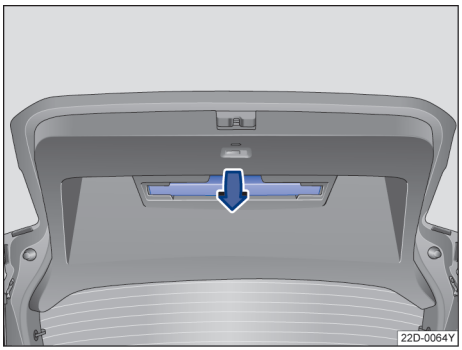

图 40 在行李厢盖中：三角警告牌的固定装置
- 从三角警告牌的固定装置按图示箭头方向按压并旋转，直至取出三角警告牌→图 40。 ▶